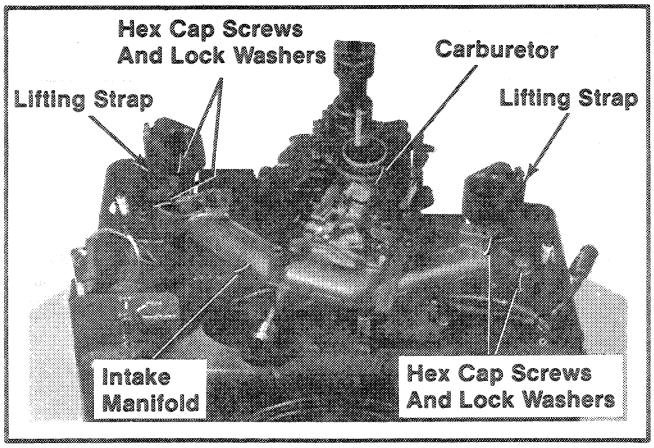

**Figure 11-47. Installing Intake Manifold And Carburetor.**
4. Install the gaskets, intake manifold with carburetor, lifting straps, split lock washers, and hex cap screws. Torque screws to **150 in. lb.** Refer to Figure 11-47.